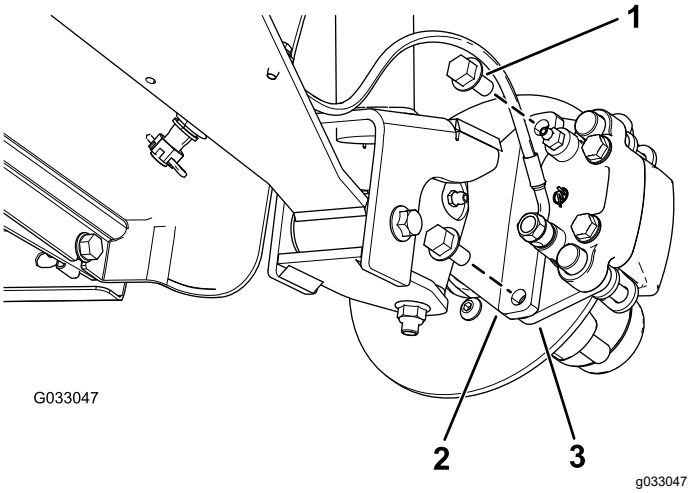
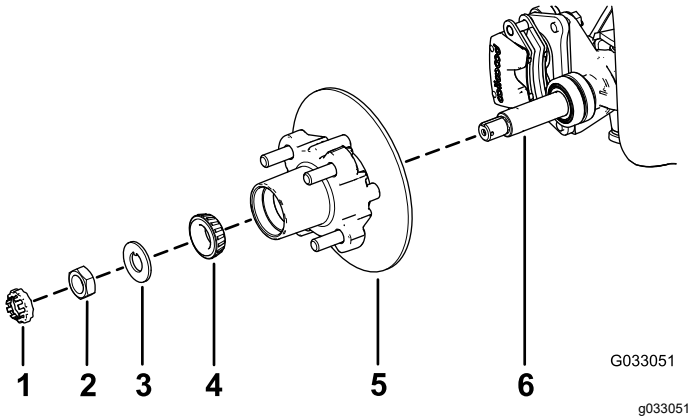

Figur 26
Figur 30
3. Fjern flangehovedboltene (⅜" x ¾"), der holder beslaget til bremsesamlingen fast på spindlen, og adskil bremsen fra spindlen (Figur 26).
1. Påfør et lille lag af det anførte smøremiddel på spindlen (Figur 30).
2. Monter nav og rotor på spindlen med rotoren indvendigt (Figur 30).
3. Monter det udvendige leje på spindlen og sæt lejet på plads i relation til den udvendige lejeløbering (Figur 30).
4. Monter tapskiven på spindlen (Figur 30).
5. Skru spindelmøtrikken på spindlen, og tilspænd møtrikken med et moment på 15 Nm, mens navet roteres, så lejet indstilles (Figur 30).
2. Ret bremseklodserne ind på hver side af rotoren (Figur 26), og ret hullerne i kaliberbeslaget ind efter hullerne i bremsemonteringen på spindelrammen (Figur 30).
3. Fastgør kaliberbeslaget til spindelrammen (Figur 26) ved hjælp af de 2 flangehovedbolte (⅜" x ¾").